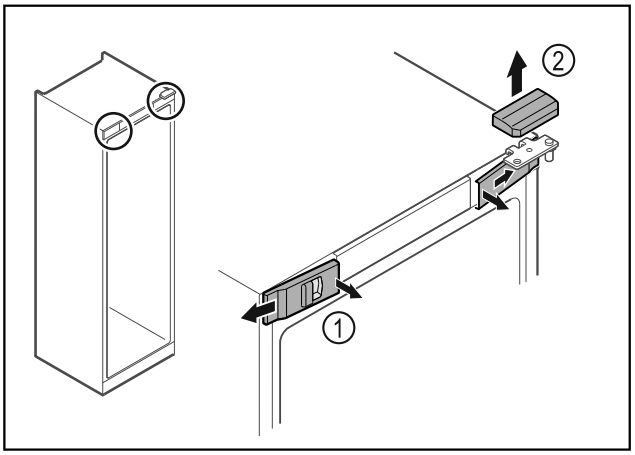

Fig. 5
▶ Desencajar las cubiertas delanteras *Fig. 5 (1)* del interior y dejarlas a un lado.
▶ Retirar hacia arriba la cubierta superior *Fig. 5 (2)*.